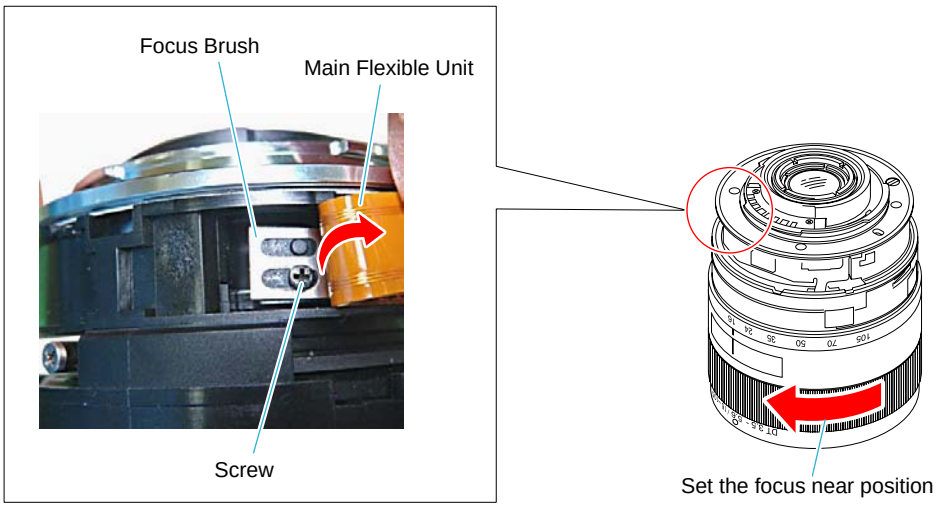

Fig.4-10-2
2) Peel off the polyester tape shown in Fig.4-10-2 and open a little the main flexible unit with tweezers. Then, loosen two screws fixing the focus brush.